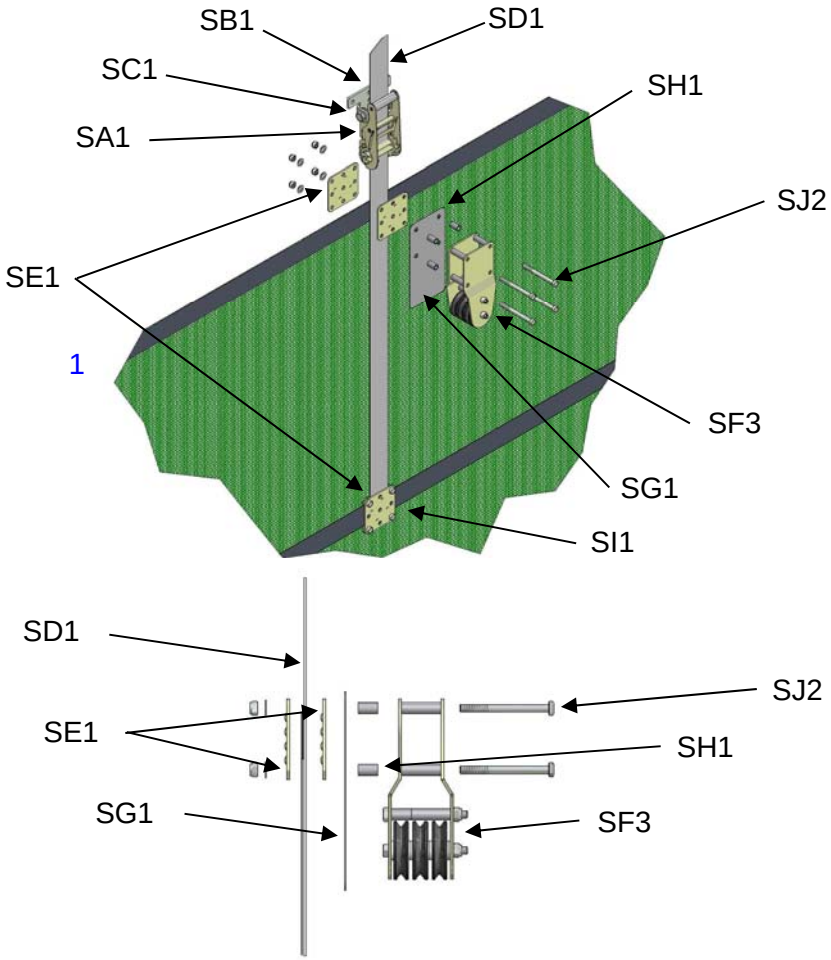

Abbildung 30
9.5 Ersetzt Abschnitt 6.2: Bringen Sie das Klinkenrad (SA1) mit den im Lieferumfang enthaltenen M12 x 90 mm Schrauben (SC1) an der Klinkeradhalterung (SB1) an. Die Standardmontage der Klinkenradhalterung ist in Abbildung 30 dargestellt, sie kann aber auch umgekehrt erfolgen, falls der senkrechte Montageplatz beschränkt ist. Verankern Sie die Vorrichtung mit drei Befestigungselementen mit einer Mindestgröße von 8 mm im Gebäude.
9.6 Ersetzt Abschnitt 6.3: Siehe Abbildung 30: Befestigen Sie den senkrechten Gewebegurt (SD1) mit den im Lieferumfang enthaltenen Klemmplatten (SE1) und M8 x 20 Schrauben (SI1) an dem zweiten an der Tor nach unten führenden Gurt. Wiederholen Sie dies am oberen Gurt, verwenden Sie hierfür aber die mitgelieferten M8 x 90 Schrauben (SJ2) und beziehen Sie die Drahthalterung (SF3), die Abstandhalter (SH1) und das Schutzpad für die Drahthalterung (SG1) mit ein. Führen Sie das Gewebe